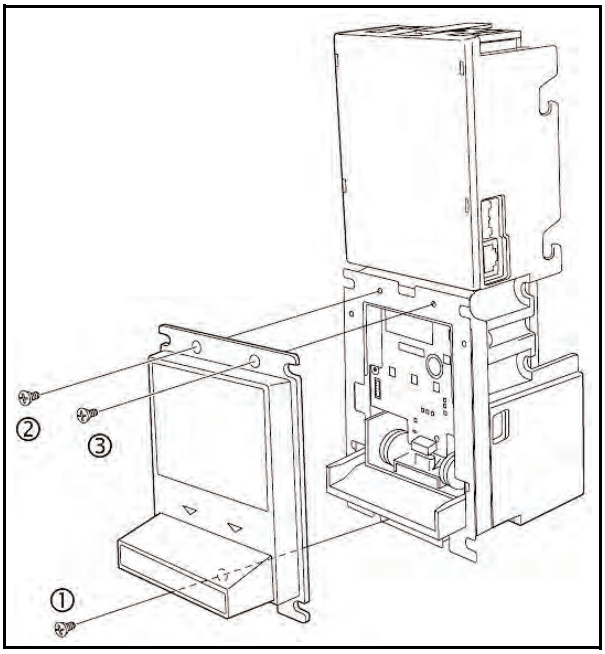

Figure 2-10 Securing Snack Mask in Place on a Standard DBV-30X
5. Place the Snack Mask Bezel onto the Front Panel Bracket and insert its mounting screws into the three (3) insertion holes provided. Use a Phillips Screwdriver to securely tighten each mounting screws in place (See Figure 2-10 ① through ②).